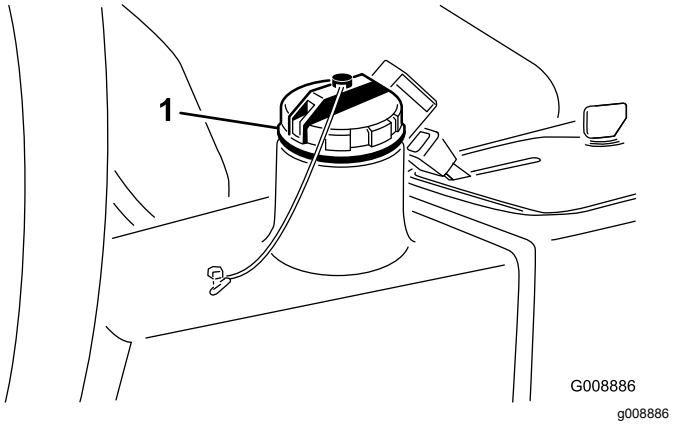

Figuur 30
- Mobil EAL Envirosyn H 46 (VS)
2. Reinig de omgeving van de vulbuis en de dop van de hydraulische tank (Figuur 30). Verwijder de dop.